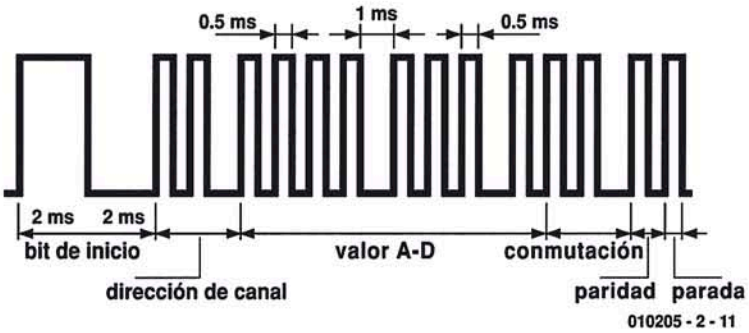

Figura 1. Protocolo del mensaje.
Al igual que sucede con cualquier sistema de comunicación, en nuestro proyecto también es necesario decidir el formato de mensaje más adecuado para transmitir la información. Este sistema no necesita cumplir con ningún estándar de comunicación existente, de manera que somos libres de diseñar nuestro propio formato. Los principales objetivos a la hora de diseñar el formato son los de permitir una alta velocidad de transmisión de datos, junto con una buena seguridad de dicha transmisión y una adecuada detección de errores. También se debe de tener en cuenta las especificaciones de los transmisores y de los receptores, de manera que se asegure, por ejemplo, que no vamos a sobrepasar la velocidad máxima de reloj o el ancho de banda del canal. Con estas limitaciones en mente, utilizaremos un protocolo de mensajes (ver **Figura 1**) adecuado para la transmisión de información utilizando rayos infrarrojos (IR) o señales de radiofrecuencia (RF).